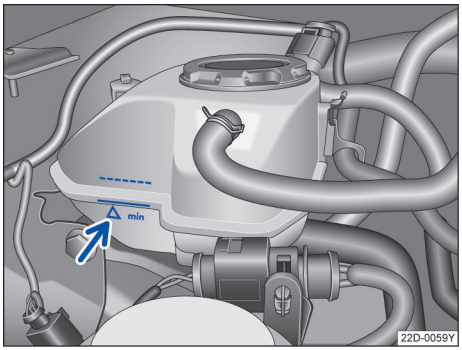

图 156 冷却液补偿容器上的液位标记
– 发动机处于冷态时检查冷却液液位是否处在膨胀罐侧面的标记范围内。→图 156